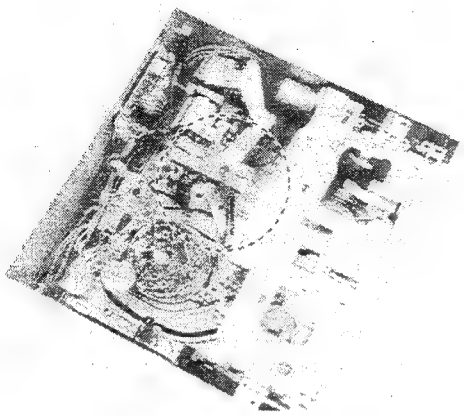

Fig. 2-3-12
3) Set the microchecker holder at the position shown in Fig. 2-3-12 and fix it with a setscrew (SDSP-2610Z).